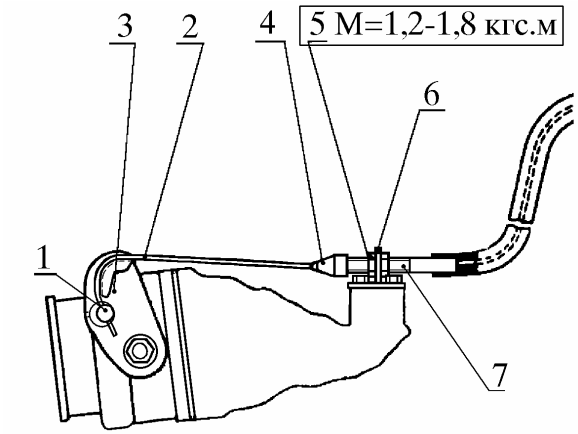

Рис. 30. Присоединение тяги привода воздушной дроссельной заслонки:
2) затяжку двух гаек 6 и 5 (рис. 30) произвести с моментом от 12 до 18 Н.м (1,2 - 1,8 кгс.м)